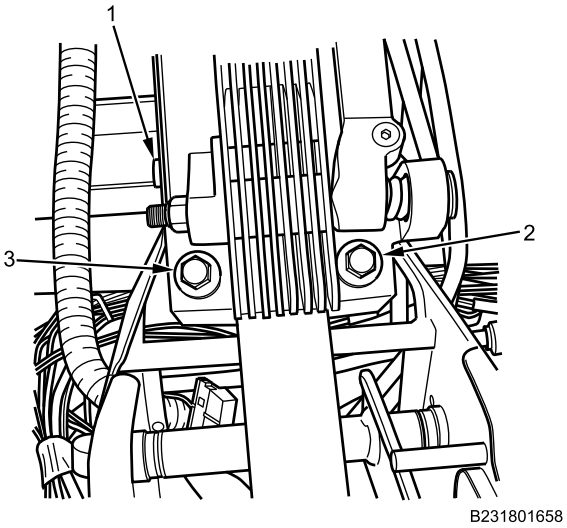

Figure 21. Steering Column Bolts.
8. Install IP steering column bolts (Figure 21, Item 2 and 3) on steering column (Figure 21, Item 1) and torque bolts to 125-210 lb-in. (35-59 N•m).